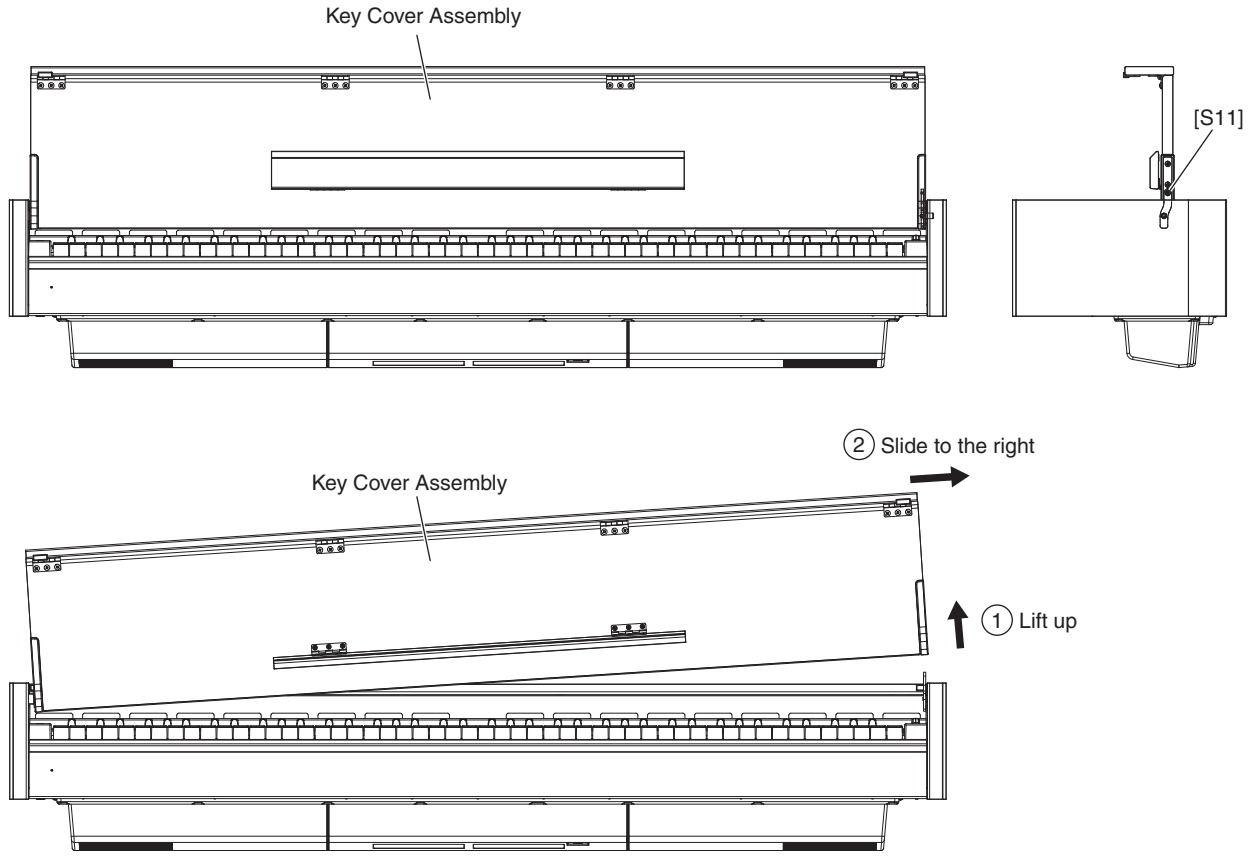

Fig.3
1. Remove the screw marked [S11]. (Fig.3)
2. Lift the key cover assembly so that it does not contact the arm assembly (R), and then slide it toward the right. The key cover assembly can then be removed.
* ***When removing the key cover assembly, be careful not to damage the damper fixture on the arm assembly (R).***
* ***When detaching the key cover assembly from the bearing assembly of the arm assembly (L), be careful not to let it contact the front board. The key cover assembly is heavy and can damage the front board if it comes into contact.***